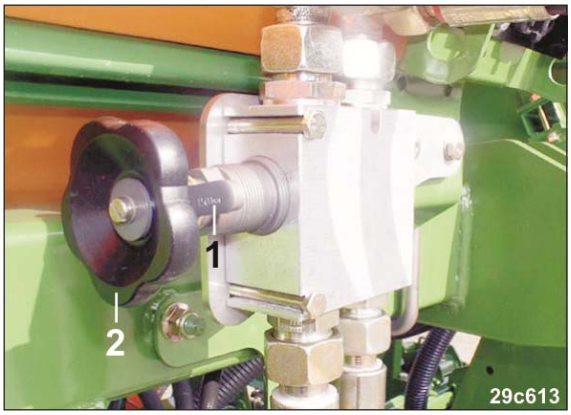

Fig. 114
2. Kontermutter (Fig. 114/1) lösen.
3. Das Handrad (Fig. 114/2) schließen (rechts herumdrehen) und anschließend 1/2 Umdrehung öffnen damit die Ölfördermenge möglichst gering ist. Größere Ölfördermengen als unbedingt erforderlich sind zu vermeiden.
4. Handrad mit der Kontermutter (Fig. 114/1) sichern.